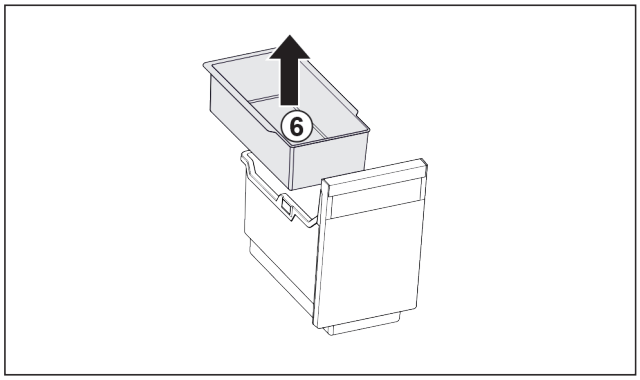

Fig. 119
▶ Remove the hang-on tray *Fig. 119 (6)*.